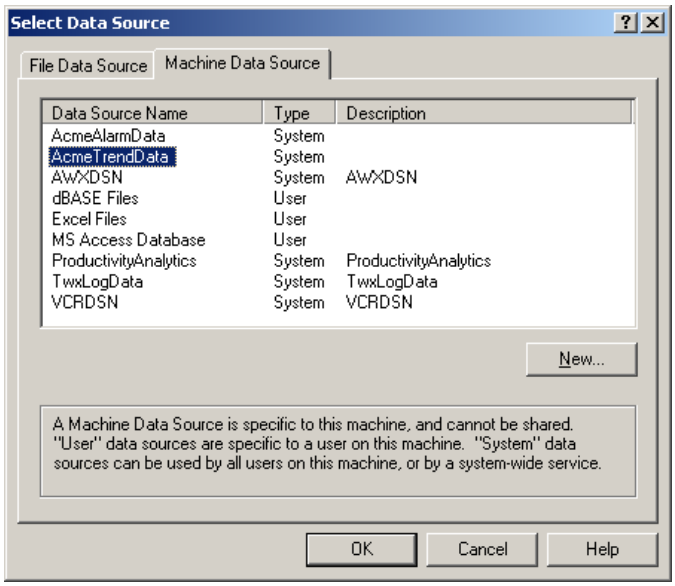

Figure L12.3 - Selecting the AcmeTrendData Data Source
10. Select the AcmeTrendData DSN that we created previously and are using to log our data, as depicted in Figure L12.3, and then click on "OK."